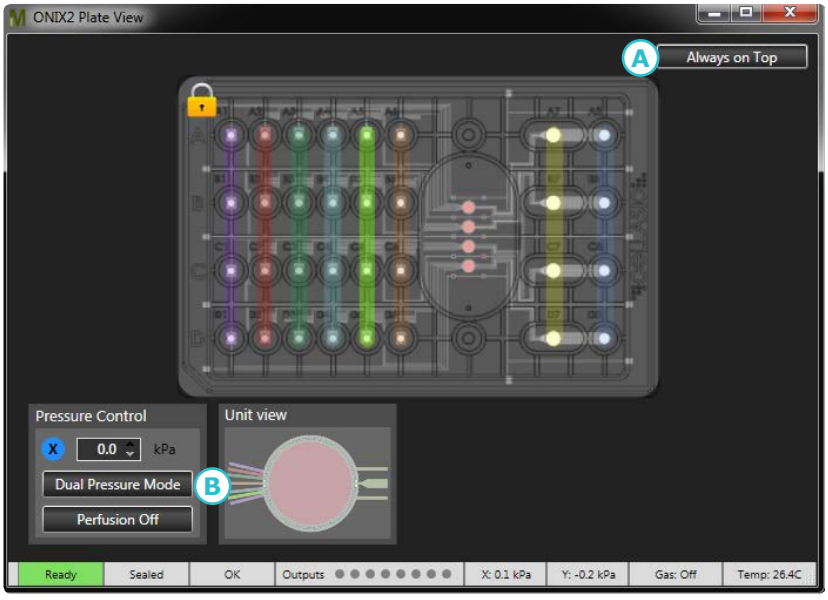

Figure 36. Mini-view on top
1. If desired, click **Dual Pressure Mode** (B in Figure 36) to activate secondary pressure.